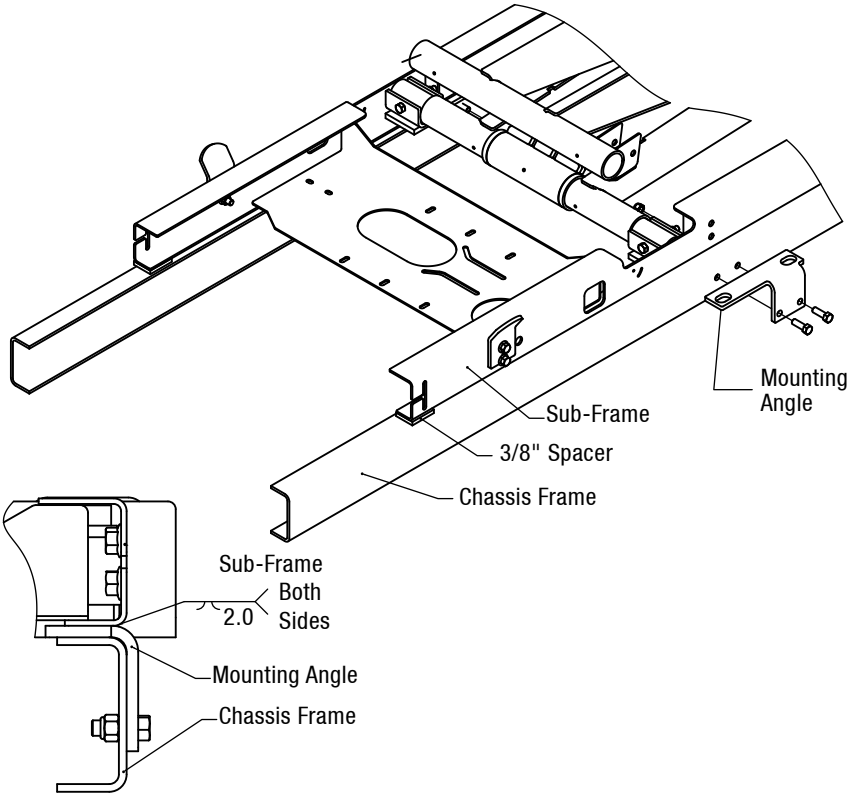

Figure 8: Sub-frame Mounting
3. Secure each mounting angle to the truck frame by drilling two 17/32” diameter holes and bolting the mounting angles to the truck frame using two 1/2” GR5 bolts and nuts (Figure 8).
4. Weld each mounting angle to the sub-frame rail, keeping within the guidelines shown in Figure 8. Do not weld the mounting angles to the chassis frame.